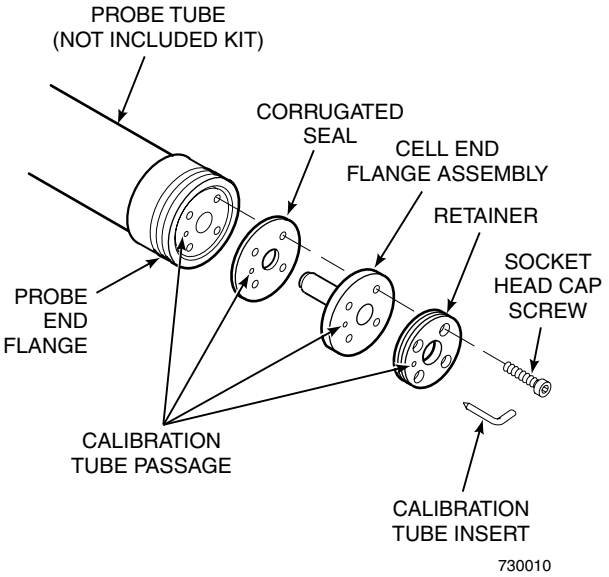

Figure A-12. Cell Replacement Kit
c. Loosen 4 socket head screws from retainer. Pull off retainer and calibration tube insert, Figure A-12. Discard calibration tube insert.